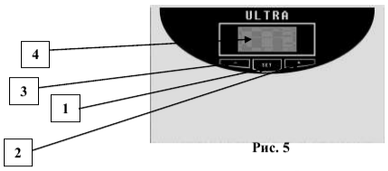

Рис. 5
2. Нажмите кнопку **«SET»** (кнопка 1 Рис. 5) и удерживайте в течение 5 сек. Для входа в режим программирования. Выберите режим промывки автоматический по состоянию мембраны и установите значение менее 100% (рекомендуется не ниже 90%). Контроллер переведет кран с сервоприводом в положение промывки мембранного модуля. Из дренажного шланга должна потечь вода.